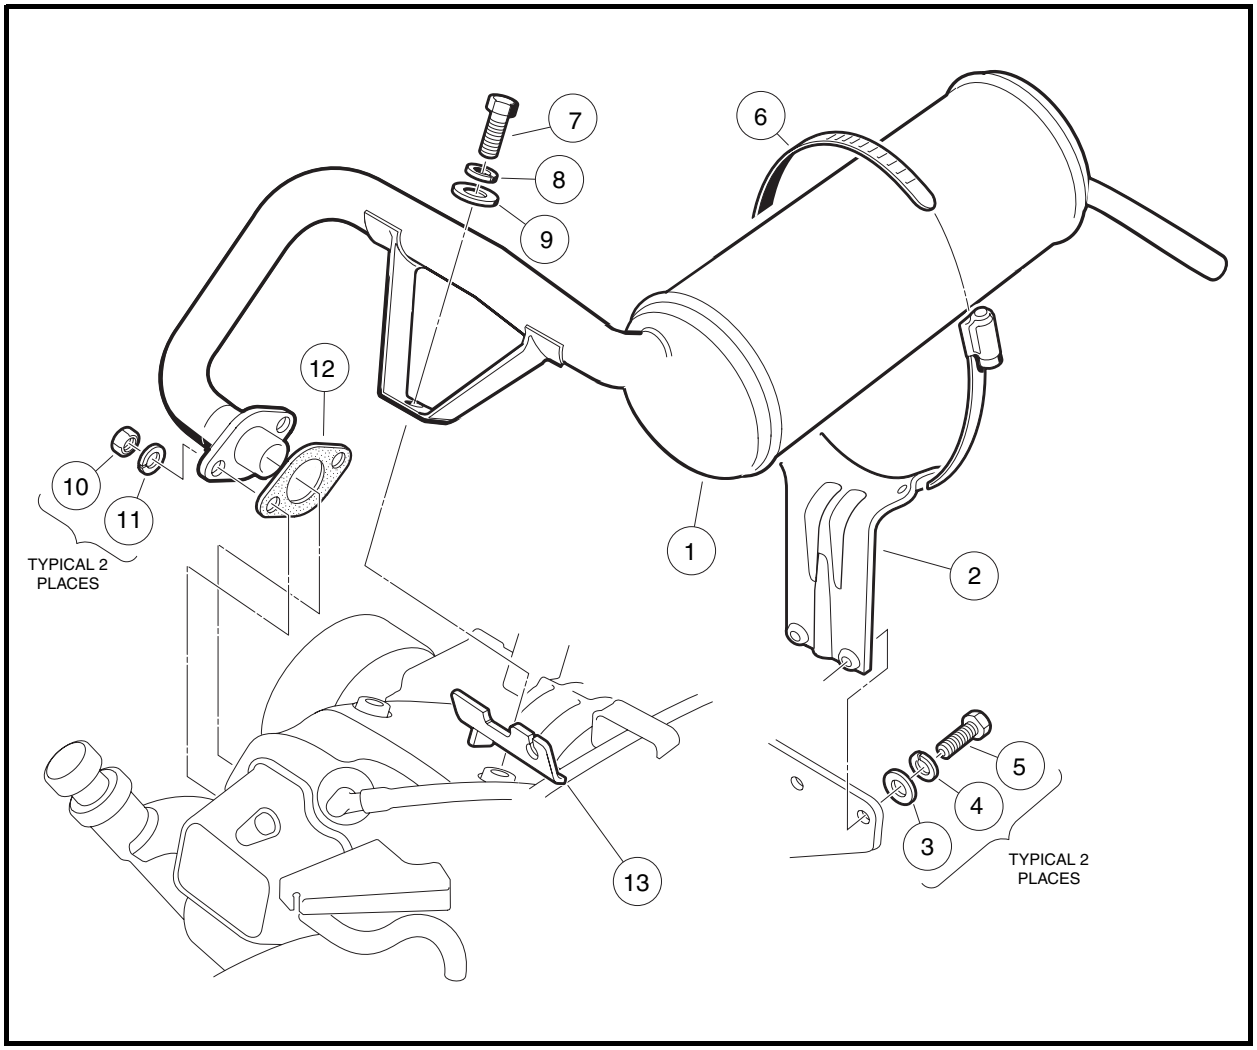

Figure 15-1 Exhaust System
3. Remove the hex nuts (10) and lock washers (11) **(Figure 15-1, Page 15-2)**.
4. Remove the hex-head cap screw (7), lock washer (8), and flat washer (9) from mounting bracket. Retain the governor cable bracket (13).
5. Remove the muffler clamp (6) from the muffler bracket (2).
6. Remove the muffler (1) from the vehicle.
NOTE: *Any time the muffler is removed from the vehicle, install a new muffler clamp (6) (CCI P/N 1017689) and muffler gasket (12)* ***(Figure 15-1, Page 15-2)****.*
1. Place a new gasket (12) on the cylinder block exhaust stud bolts.
2. Loosely secure muffler (1) to muffler bracket (2) with clamp (6).
3. Attach muffler manifold with lock washers (11) and hex nuts (10) and finger tighten.
4. Loosely secure muffler (1), mounting bracket, and governor cable bracket (13) using hex-head cap screw (7), lock washer (8), and flat washer (9).
5. Tighten manifold hex nuts (10) to 11 ft-lb (14.9 N·m).
6. Tighten the hex cap screw (7) to 14 ft-lb (18.9 N·m).
7. Tighten the muffler clamp (6) to 40 in-lb (4.5 N·m).